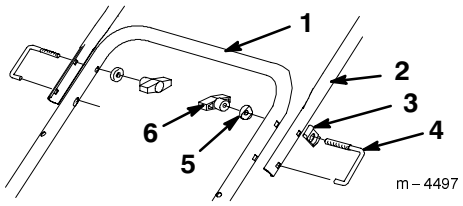

Figur 6
3. Sett på det øvre håndtaket som vist på figur 6.